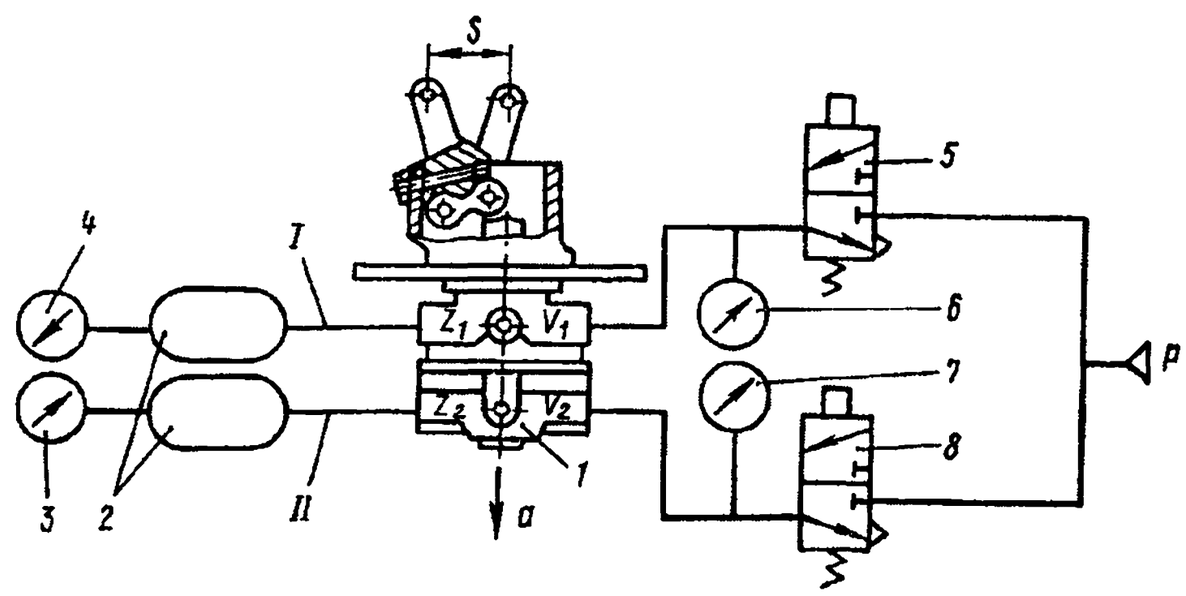

Рис. 309. Схема подключения тормозного двухсекционного крана:
1. Подключите прибор по схеме, изображенной на рис. 309.